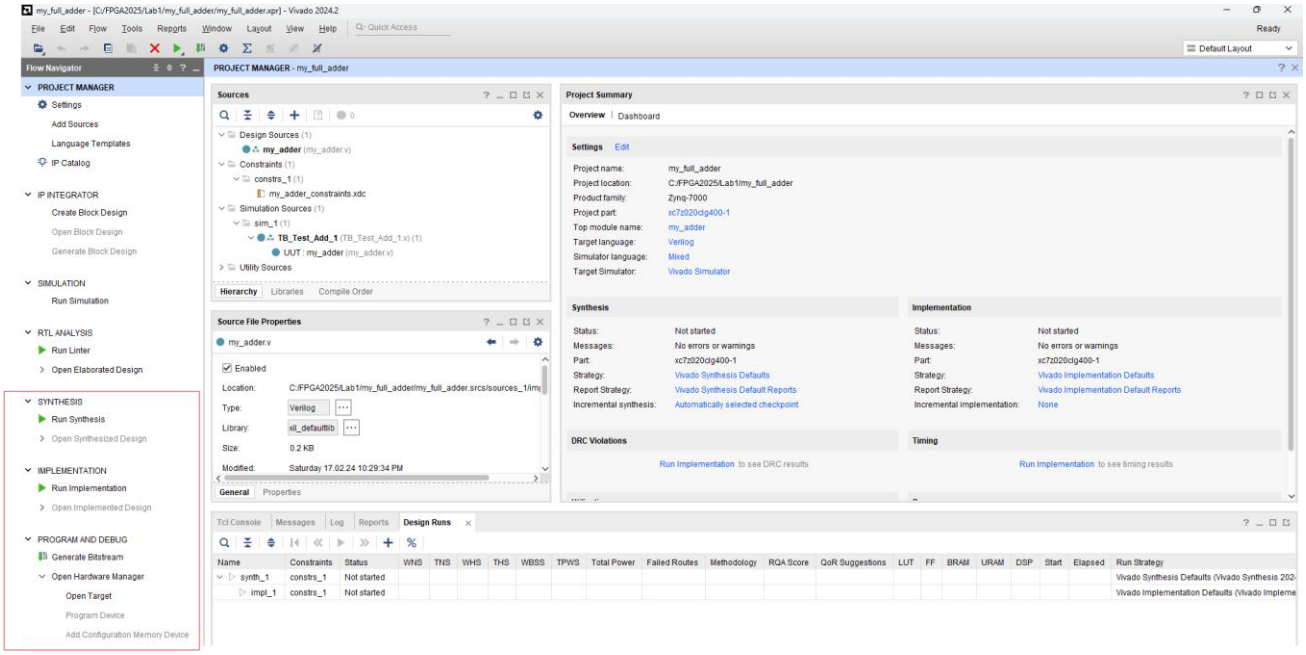

Figure 4 Vivado interface. The red rectangular box highlights where to run synthesis, implementation and programme the device.
1. Click on 'Run Synthesis', located in the left pane of the Vivado window (Figure 4). After the design is synthesised, click on 'Run Implementation'. Finally, click on 'Generate Bitstream' and a bit-file with the file extension *.bit is generated. This file, which will have the name as your top-module, should be called 'my_adder.bit'.